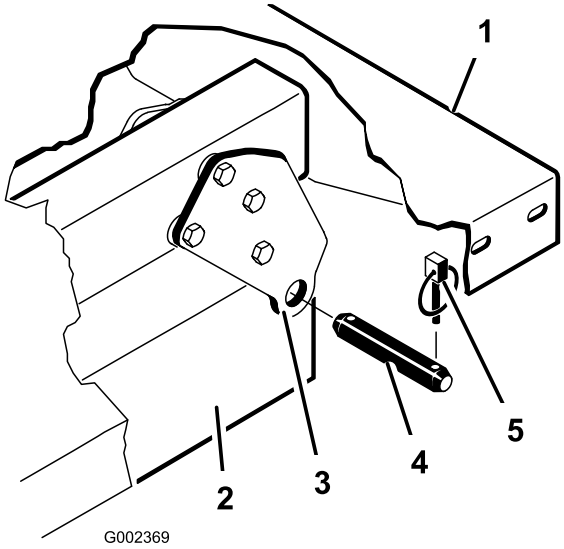

**Figuur 4**
3. Verwijder de gaffelpennen waarmee de uiteinden van de cilinderstang vastzitten aan de bevestigingsplaten van de laadbak, door de pennen naar binnen te drukken (Figuur 4).
4. Verwijder de lynchpennen en de gaffelpennen waarmee de draaibeugels zijn bevestigd aan de framebalken (Figuur 4).